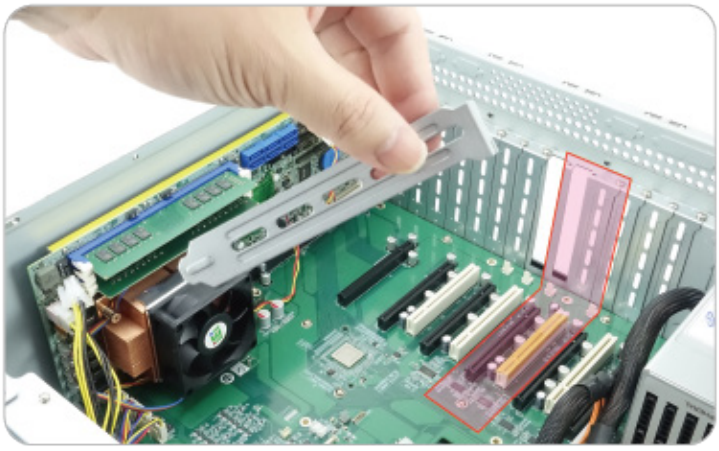

Figure 3-5: Remove Two Blank Brackets
Step 3: **Locate available PCIe slots and remove the blank brackets.** The Mustang-200 is compatible with PCIe x4, x8 and x16 slots, and needs two side-by-side PCIe slots for installation. Remove two blank bracket panels on the back of the computer that align with the PCIe slot (right side in **Figure 3-5**) for installing the Mustang-200. Save the bracket screws.